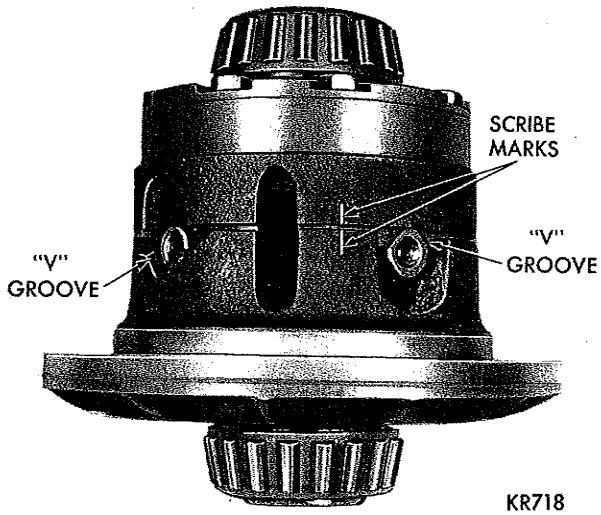
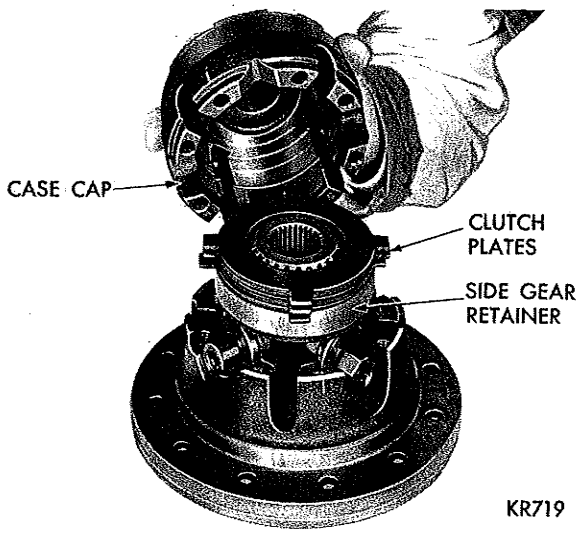
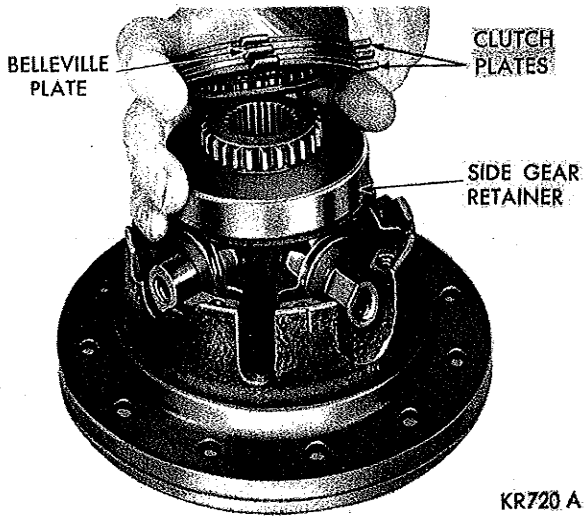

*Fig. 5—Case Halves Scribed for Proper Reassembly*
*Fig.6—Removing or Installing Differential Case Cap*
***Fig. 7—Removing or Installing Clutch Plates (Cap Side)***
(1) Remove axle drive gear. Measure runout of the drive gear mounting flange. Replace both case halves if runout exceeds .003 inch.
(2) Before disassembling case halves, place scribe marks on each half to aid in aligning the case when reassembling (Fig. 5). Remove case cap attaching bolts and remove case cap (Fig. 6). Remove clutch plates (Fig. 7).